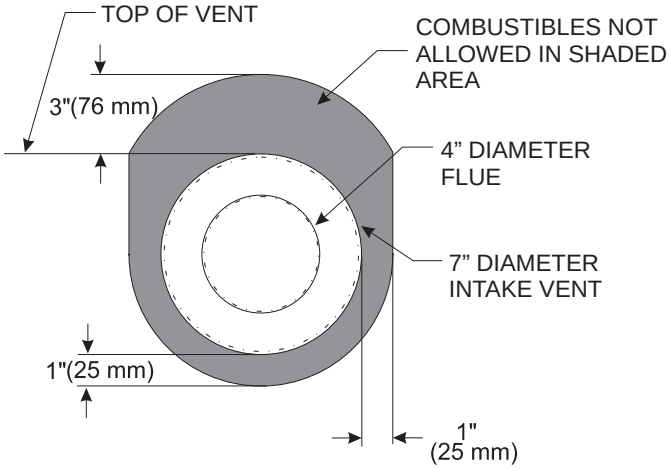

**Figure 60**
5. Install the Wall Firestop/Thimble assembly as required through the wall. Refer to the venting charts in the fireplace manual to determine the proper height and size of the vent opening. The minimum opening should be 9 inches wide by 11 inches high. The minimum combustible clearance from the horizontal vent is 1 inch from sides and bottom, and 3 inches above the vent pipe. See Figure 60.